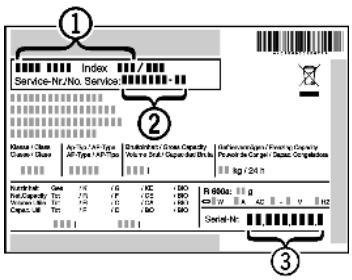

Fig. 19
▶ Read the appliance designation *Fig. 19 (1)*, service No. *Fig. 19 (2)* and serial No. *Fig. 19 (3)* off the type plate located inside the appliance on the left-hand side.
▶ Notify the customer service, specifying the fault, appliance designation *Fig. 19 (1)*, service No. *Fig. 19 (2)* and serial No. *Fig. 19 (3)*.